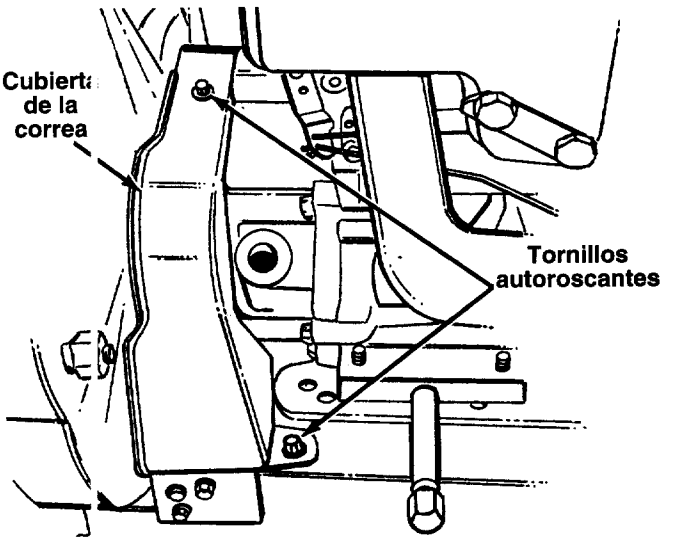

FIGURA 21.
- Retire la cubierta plástica de la correa del frente del motor, retirando los dos tornillos autoroscantes. Vea la figura 21.
- Retire la cubierta plástica de la correa al frente del motor retirando los dos tornillos autoroscantes. Vea la figura 21.